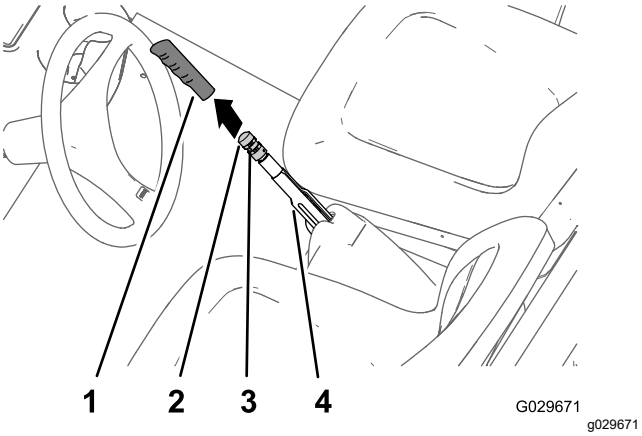

Figuur 67
1. Verwijder de handgreep van de parkeerremhendel (Figuur 67).
2. Draai de stelschroef los waarmee de knop voor de remafstelling is bevestigd aan de parkeerremhendel (Figuur 67).
3. Verdraai de knop van de remafstelling tot u een kracht van 133 tot 156 N bereikt om de parkeerremhendel in te schakelen (Figuur 67).
4. Draai de stelschroef vast en plaats de handgreep (Figuur 67).
2. Draai de stelschroef los (Figuur 67) waarmee de knop voor de remafstelling is bevestigd aan de parkeerremhendel. Stel de parkeerrem vrij en draai de knop voor de remafstelling los.
5. Draai aan de knop voor remafstelling (Figuur 67) totdat een kracht van 133 tot 156 N nodig is om de parkeerremhendel in werking te stellen.
C. Draai aan de knop voor remafstelling (Figuur 67) totdat een kracht van 133 tot 156 N nodig is om de parkeerremhendel in werking te stellen.
- Draai de stelschroef vast en plaats de handgreep (Figuur 67).